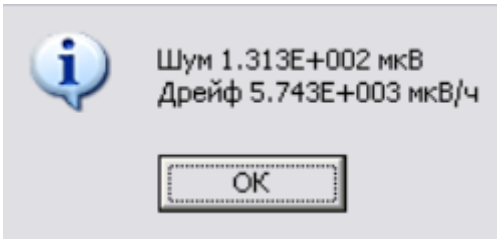

Рис. 43: Вычисленный шум и дрейф
2. Кликами выберите начало и конец участка анализа. Откроется окно со значения шума и дрейфа (Рис. 43).